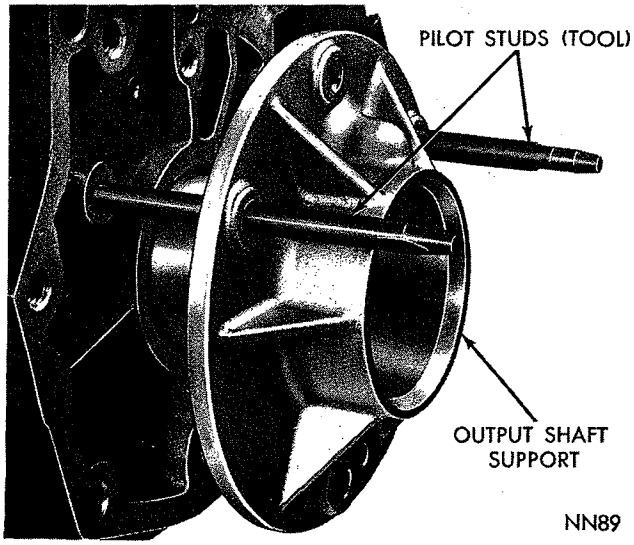
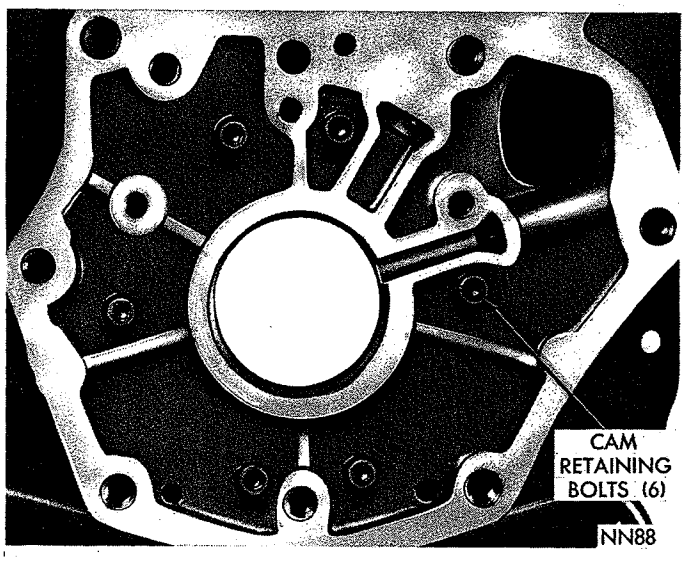

*Fig. 98—Installing Output Shaft Support*
*Fig. 97—Cam Retaining Bolts Installed*
(5) To install, position cam and roller spring retainer in the case. Align cam bolt holes with holes in the case, then thread all five retaining bolt and washer assemblies into cam a few turns. The belleville washers must be installed so its inner diameter is coned toward the bolt head (Fig. 97).
(6) Tap cam firmly into the case if necessary. Draw retaining bolts down evenly, then tighten to 100 inch-pounds.
(7) Screw two pilot studs, Tool C-3288 into the case (Fig. 98). Install output shaft support by driving it firmly into the case with a wood block and hammer. Install and tighten retaining bolts to 140 inch-pounds.